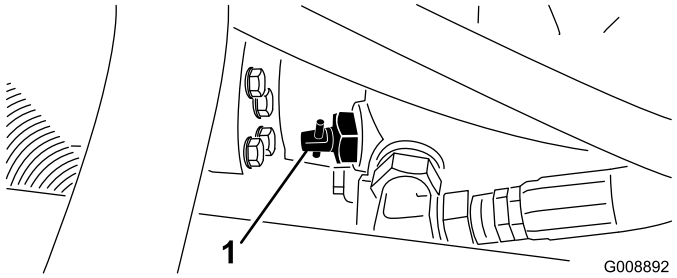

Figur 42
1. Find omløbsventilen på pumpen (Figur 42), og drej den 90°.